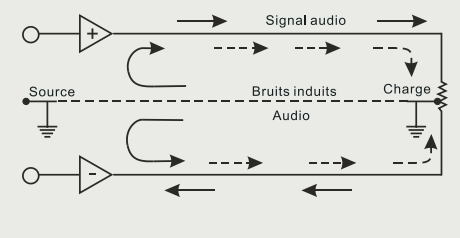

Figure 4 Ligne symétrisée
Une ligne symétrisée est un câble audio composé de trois fils : High (+), Low (–) et un blindage relié à la masse. Les fils High et Low sont à un potentiel équivalent ; ils véhiculent le même signal mais sont déphasés. Cette configuration permet d'annuler le bruit dû à un certain nombre de sources parasites, telles que Fréquences Radio (RF), bruit provoqué par des atténuateurs d'éclairage ou des néons, transmissions radio AM/FM, ou d'autres signaux audio, etc. En voici le principe : Une liaison symétrisée passe d'abord par un amplificateur différentiel qui divise le signal audio en deux et inverse une moitié de 180° par rapport à la phase. Le signal circule dans le câble en passant par les conducteurs plus (+) et moins (–) ainsi que la masse, soit trois conducteurs séparés. Tout au long de ce câble, les bruits parasites peuvent être captés sur une ligne. A l'autre bout de la connexion, les deux signaux sont remis en phase de façon à retrouver un signal et une masse comme au début. Par contre, les signaux parasites étant hors phase, ils seront complètement annulés (voir Figure 4).